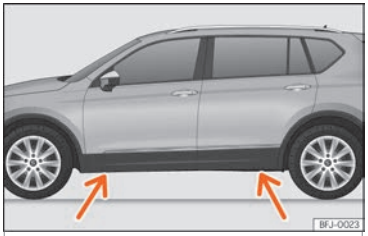

Fig. 76 Travesaño: marcas.
- Busque en el larguero la marca del punto de apoyo del gato (zona hundida) más cercano a la rueda a cambiar ››› fig. 76.